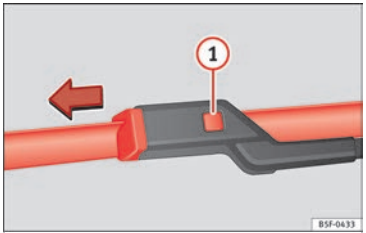

Fig. 82 Changing the windscreen wiper blades
- Press and hold release button ››› **Fig. 82** (1) and pull gently on the wiper blade in the direction of the arrow.